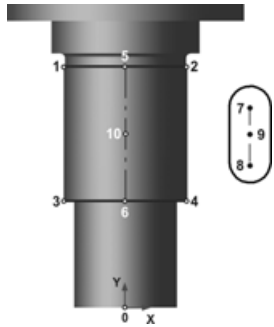

Рис. 5.252
- С помощью команды **Точка** на панели **Геометрия** постройте точку 9 в середине отрезка 7-8, и точку 10 в середине отрезка 5-6 (рис. 5.252). Положение точек поможет указать привязка **Середина**.